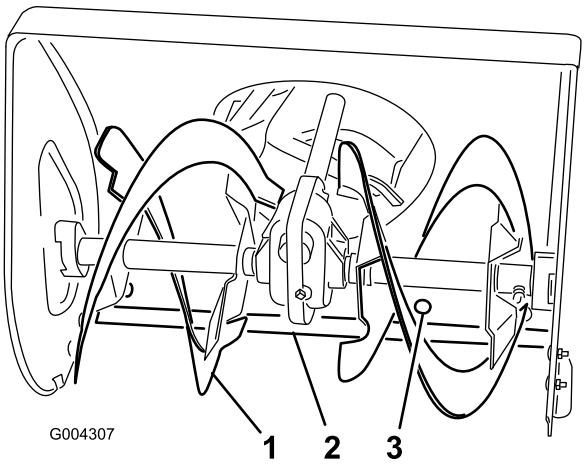

Figur 28
1. Matarskruvens sidoplatta (2)
2. Flänsmuttrar (4)
3. Medar (2)
4. Fäst matarskruvbladen så att de är 3 mm ovan markytan (Figur 28).
6. Justera skrapan genom att lossa de 5 fästskruvarna (Figur 28), ställ in skrapan och dra åt fästskruvarna.